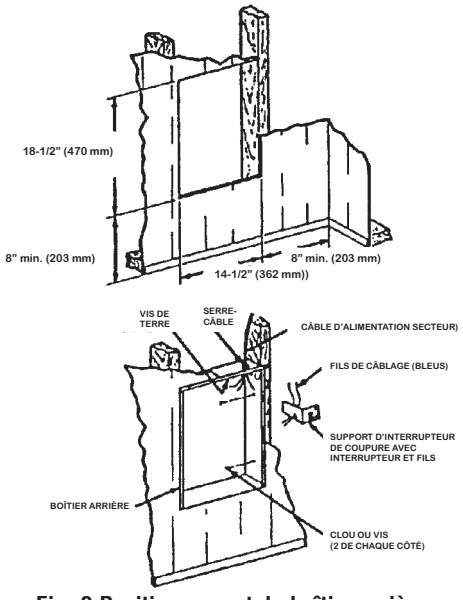

Fig. 2 Positionnement du boîtier arrière dans une construction existante
1. Préparez une ouverture murale de 14-1/2" (362 mm) de large sur 18-1/2" (470 mm) de haut à la hauteur de montage voulue, mais pas plus près que 8" (203 mm) du sol (Voyez la Figure 2).